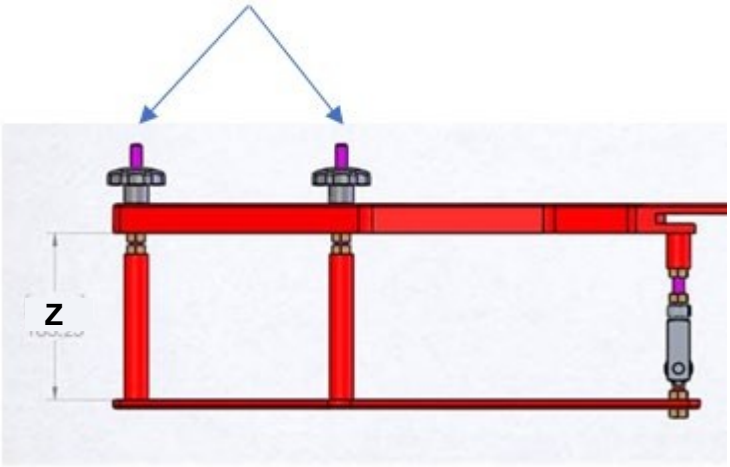

Figure 1-4. Ajustement du réservoir d'eau
a. Vérifiez la distance comme indiqué sur le dessin ci-dessous, en vous assurant que Z est proche de 174±5 mm (voir Figure 1-4). Sinon, ajustez Z en tournant les écrous.